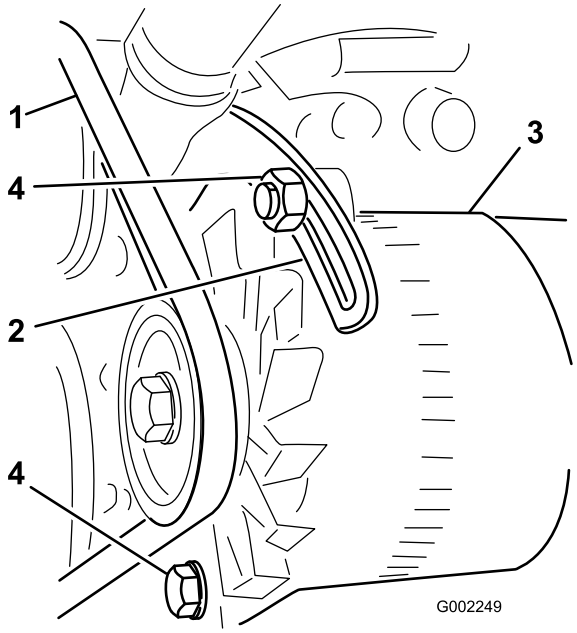

Bild 57
3. Lösen Sie die Schrauben, mit denen der Bügel am Motor befestigt ist, und die Schraube, mit der die Lichtmaschine am Bügel befestigt ist (Bild 57).